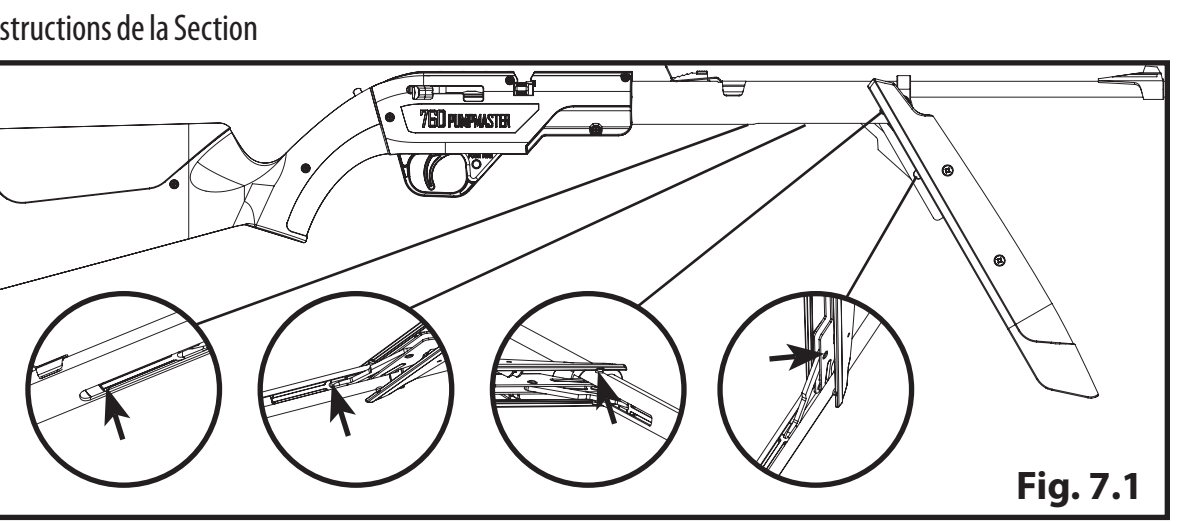

Fig. 7.1
- **a.** Versez une goutte de Crosman 0241 PellgunOil (disponible sur crosman.com) sur l'axe d'articulation et la cuvette du mécanisme de pompage (Fig. 7.1)